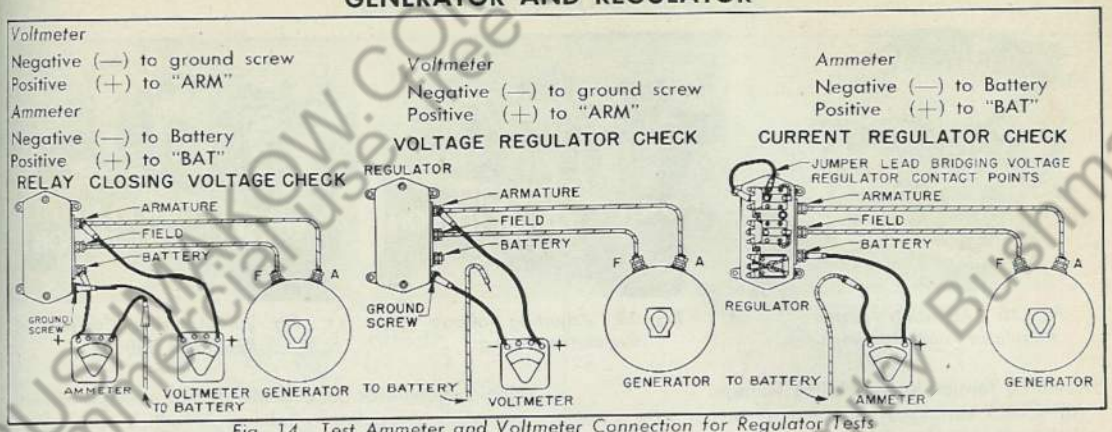

Fig. 14 Test Ammeter and Voltmeter Connection for Regulator Tests
Illustrations in Fig. 14 show typical methods of hooking up test voltmeter and ammeter.
(a) Test with voltmeter between **armature** terminal and **ground screw,** as shown in Fig. 14.
4. OPENING: Relay points open with 0-3.0 amps. reverse current. Ammeter should be connected as shown in Fig. 14.
(a) Connect a test voltmeter between **armature** terminal and **ground screw**, and disconnect lead from **battery** terminal. (Fig. 14.)
(a) Connect a test ammeter into circuit at BATTERY terminal, and bridge voltage regulator contact points with a jumper lead to prevent it from operating, as illustrated in Fig. 14.